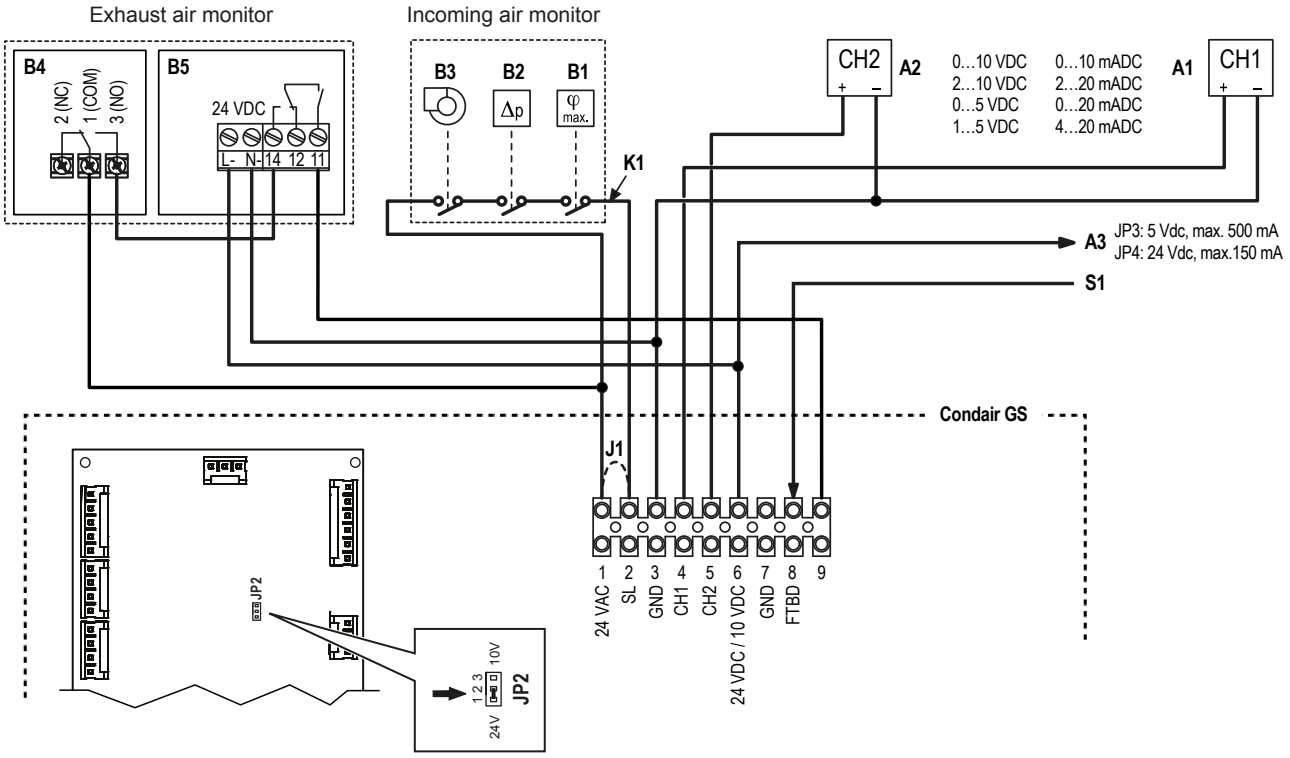

Fig. 15: Electrical diagram
Contacts **NO (2) and COM (3) on the differential pressure switch** and **contacts 11 and 14 of the flow monitor** are connected in accordance with the electrical diagram (see *Fig. 15*) via a lustre terminal to the yellow cable on the Condair GS pressure sensor monitor.
The power supply (230 V / 50..60 Hz) for the flow monitor is connected in accordance with the electrical diagram (see *Fig. 15*) to the **terminals L and N and the earth contact**.